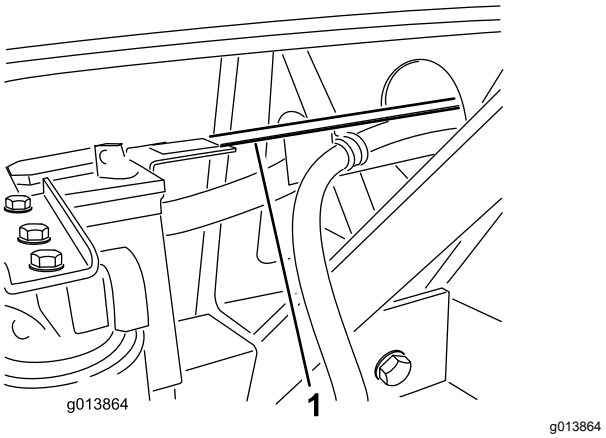

Figur 10
5. Slangstyrningen ska sitta ovanpå fästet på batterilådans lodräta stöd (Figur 10). Om hålen i slangstyrningen inte passar hålen på batterilådans fäste, kan du justera slangstyrningens längd genom att lossa på de skruvar som håller slangstyrningen mot hydraultankens fäste och skjuta slangstyrningen framåt eller bakåt efter behov.
6. Fäst slangstyrningen vid batterilådans fäste med två skruvar (¼ x ¾ tum) och två flänslåsmuttrar (Figur 10).